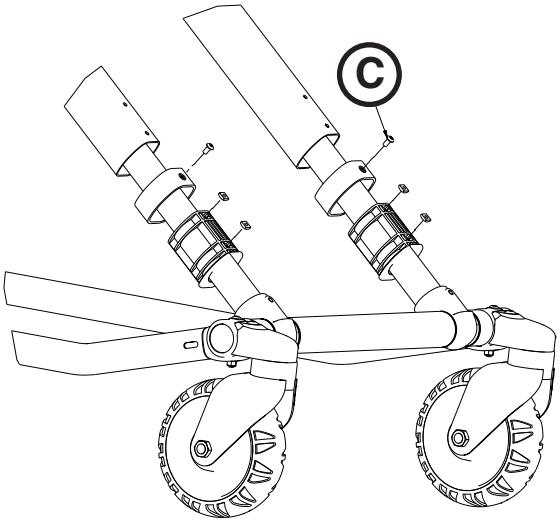

Afbeelding 80
3. Verwijder met een T25 Torx-schroevendraaier de twee bolkopbouten (C) waarmee de buishouder is bevestigd (Afbeelding 80).
2. Verwijder met een T25 Torx-schroevendraaier de twee bolkopbouten waarmee de buishouder is bevestigd (zie Afbeelding 80 op pagina 4-72).